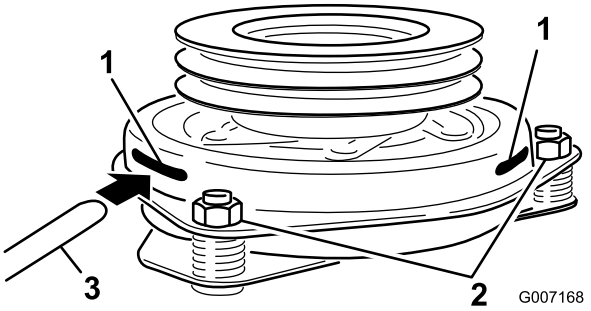

Figuur 63
2. Bouten (2) en moeren van de band van de koppeling
8. Steek een voelermaat van 0,381–0,533 mm door een inspectiesleuf in de zijkant van de armatuur. Controleer of deze tussen de wrijvingsvlakken van de armatuur en de rotor zit (Figuur 63).
9. Draai de borgmoeren aan totdat de voelermaat licht is vastgeklemd maar gemakkelijk binnen de spleet kan bewegen (Figuur 63).